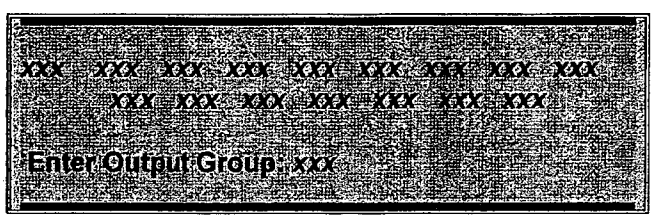

Figure 15B
7. Enter all desired output group numbers. The assigned output group number is displayed in the top left of the screen. As the next output group number is entered, group numbers are sequentially arranged (ascending order). Enter up to 256 group output numbers, see Figure 15B.